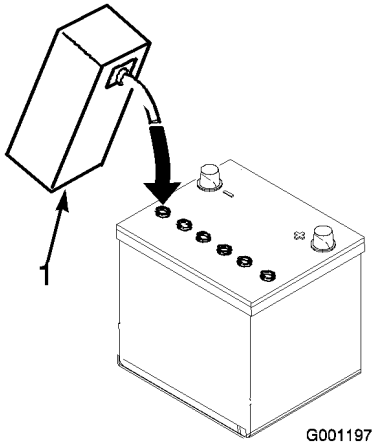

Figur 9
3. Fyll försiktigt på elektrolyt i varje cell tills plattorna är täckta med ungefär 6 mm vätska (Figur 9).
4. Låt elektrolyten sugas upp av plattorna i ungefär 20–30 minuter. Fyll på mer efter behov så att elektrolytnivån ligger ca 6 mm från påfyllningshålets undersida (Figur 9).